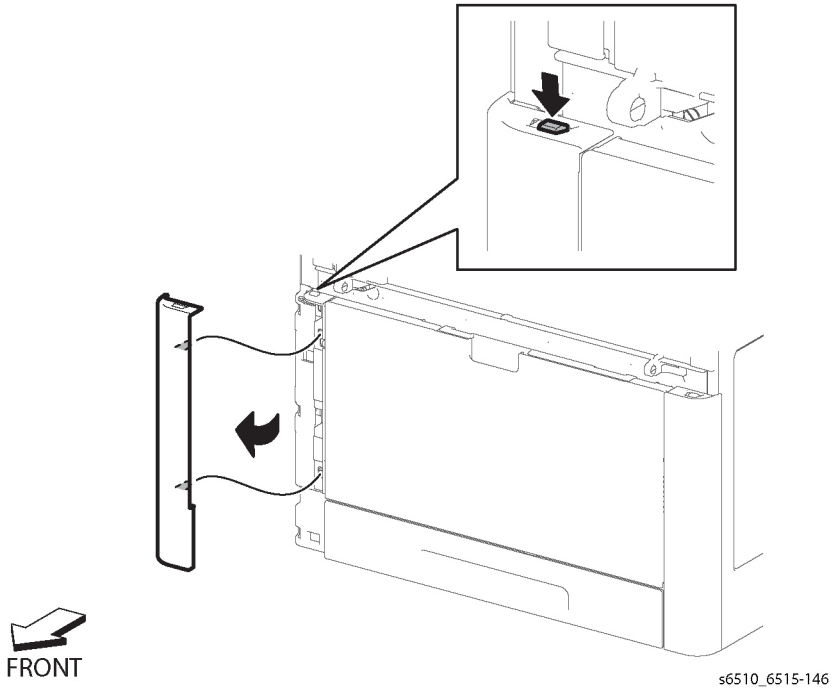

Figure 1 Remove the Left Side Front Cover (SFP)
2. Refer to Figure 1 to push and release the hook at the top end of the Left Side Front Cover.